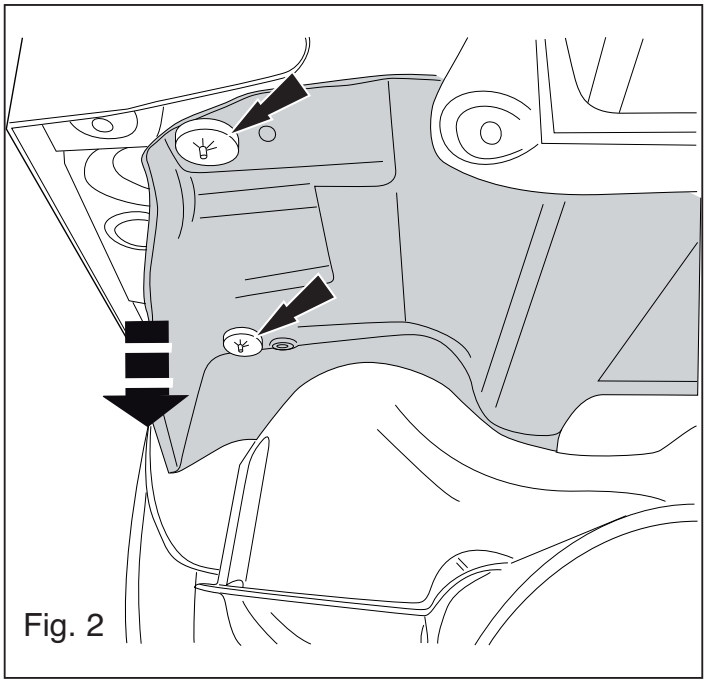

Fig. 2
4. Вынуть выхлопную трубу из крайних резиновых колец для подвески и теплозащитный экран. См. рисунок 2.